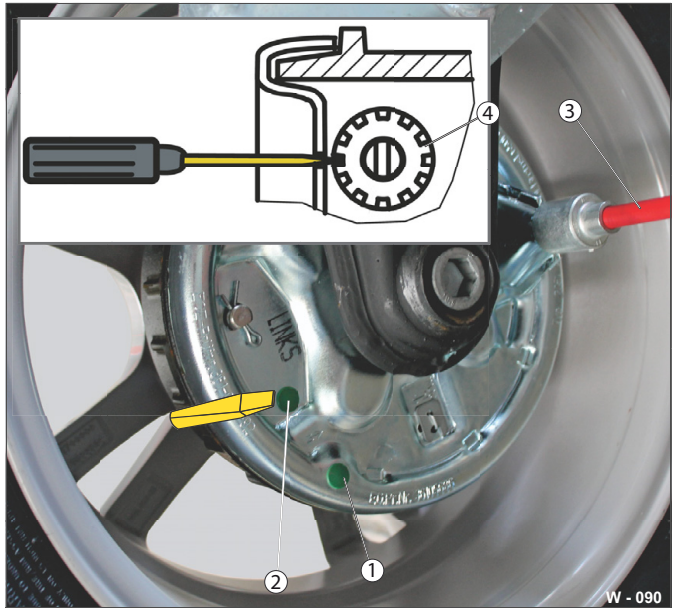

Abb. 63 Příklad: Bubnová brzda (ALKO)
- ▶ Odstraňte zátku seřizovacího otvoru (Abb. 63/2).
- ▶ Seřiďte seřizovací matici (Abb. 63/4) pomocí plochého šroubováku – dávejte pozor na šipky: